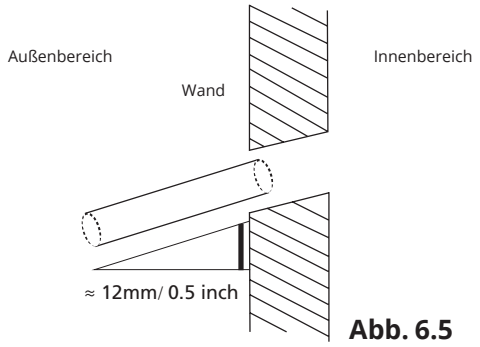

Abb. 6.5
3. Bohren Sie mithilfe eines 65-mm (2.5”) Kernbohrers ein Loch in die Wand. Stellen Sie sicher, dass Sie mit einer leichten Neigung nach unten bohren, sodass die Außenkante der Bohrung um etwa 12 mm (0,5 ") unter der Innenkante liegt. So wird der effektive Abfluss des Wassers gewährleistet (Siehe Abb. 6.5). Setzen Sie den Schutzmantel in die Bohrung. Somit werden die Enden der Bohrung geschützt und der Verschluss am Ende der Installationsarbeiten erleichtert.